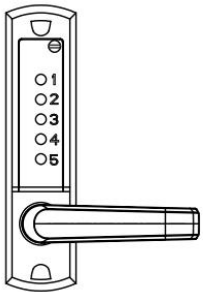

FIG7C
3. Réglez la poignée dans le sens d'ouverture souhaité (gauche/droite) (Figure 7C), puis serrez le boulon.